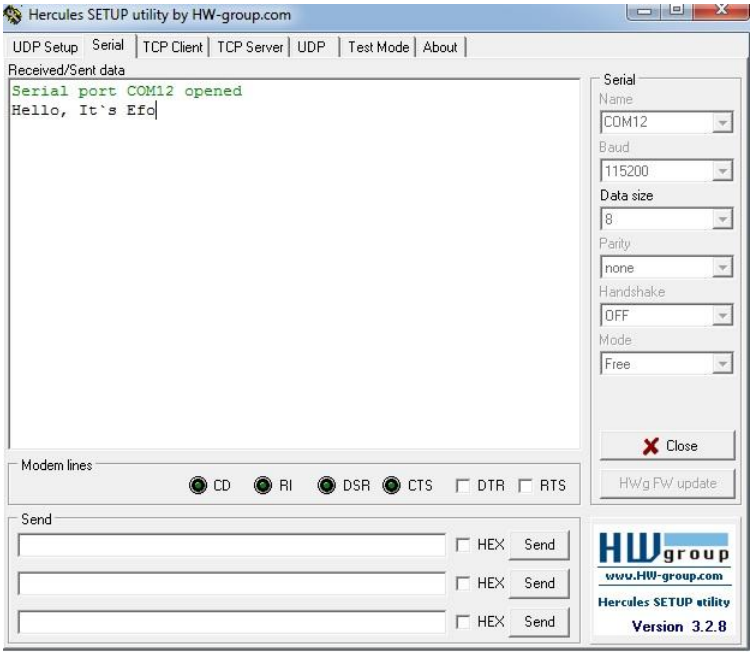

Рис. 13. Вывод сообщения.
- Переключаемся на вкладку **Serial** и получаем отправленное нами сообщение (рис. 13).